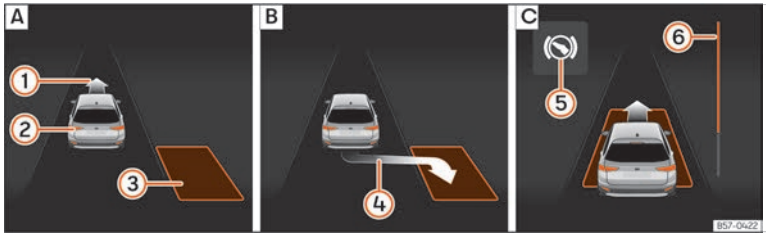
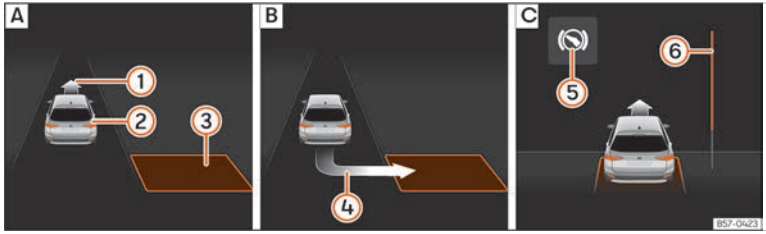

Fig. 141 On the instrument cluster display: parallel parking. A: Finding a parking space B: Parking position. C: Manoeuvring.
Fig. 142 On the instrument cluster display: angle parking. A: Finding a parking space B: Parking position. C: Manoeuvring.
- Look at the display on the instrument panel to see if the space has been detected as "appropriate" and if the correct position for parking ››› Fig. 141 B or ››› Fig. 142 B has been reached. The space is considered "appropriate" if the instrument cluster display shows the parking indication 4.
- Reverse until the continuous ParkPilot signal sounds; **OR:** reverse until the indication to move forward appears on the instrument panel display ››› Fig. 141 C or ››› Fig. 142 C; **OR:** reverse until the **Park Assist finished** message appears on the instrument cluster display. The progress bar ⑥ indicates the distance to cover.
- Move forward until the continuous ParkPilot signal sounds; **OR:** move forward until the reverse indication appears on the instrument cluster display. The Park Assist system steers the vehicle forward and back until it centres it in the space ››› Fig. 141 C or ››› Fig. 142 C.
The progress bar ››› Fig. 141 ⑥ and ››› Fig. 142 ⑥ on the instrument cluster display shows the relative distance to be covered as a symbol. The greater the distance, the fuller the progress bar. When driving forward, the content of the progress bar decreases upwards, and when reversing, it decreases downwards.